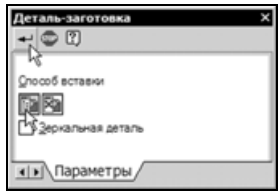

Рис. 8.105
- На панели свойств включите кнопку **Вставка внешней ссылкой** и нажмите кнопку **Создать объект** (рис. 8.105).